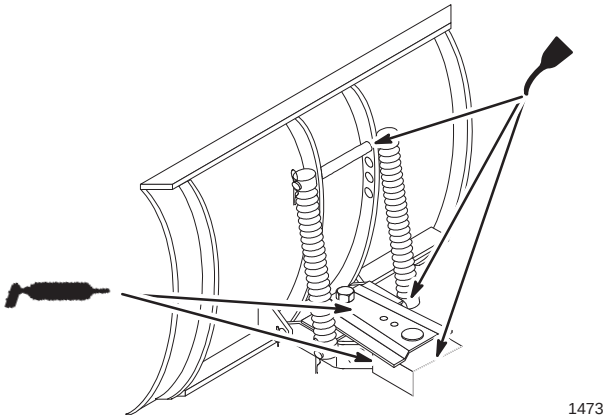

Figure 21
2. Clean the area around channel pivot with a rag. Apply grease to pivot bolt, frame and sector (Fig. 21).
2. Place a few drops of oil on all movable linkages (Fig. 21).